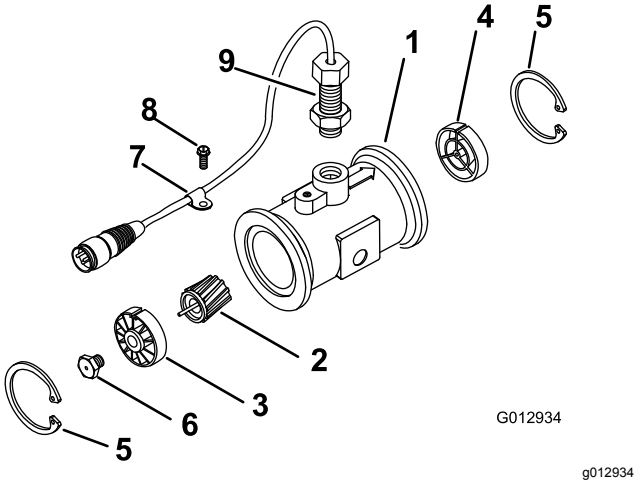

**Figuur 60**
3. Verwijder de borgring aan de stroomopwaartse kant (Figuur 60).